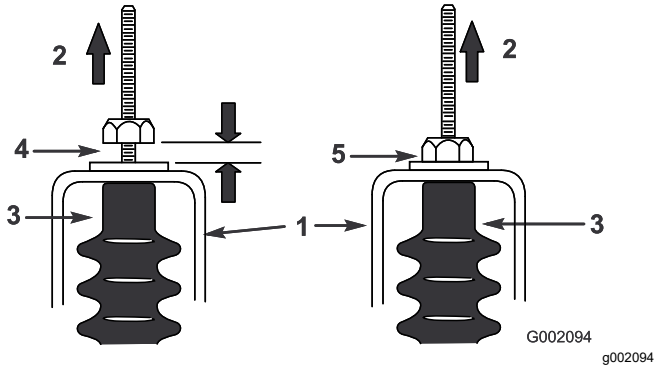

Figur 65
5. Træk begge skiftekabler op for at sikre, at der er en afstand på 0,76-1,52 mm mellem møtrikken/spændeskiven og den neutrale konsol (Figur 65).